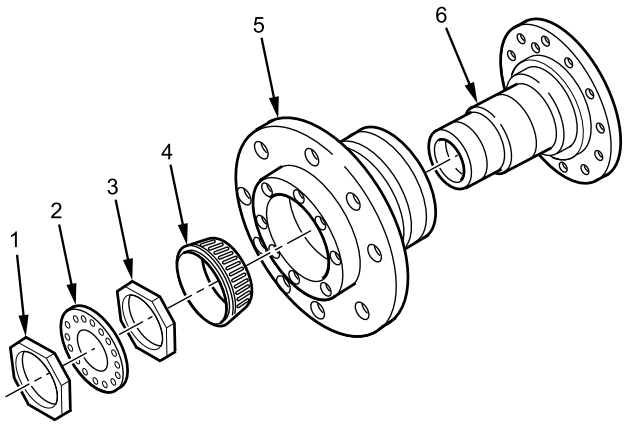

Figure 4. Hub and Spindle
6. Remove outer adjusting nut (Figure 4, Item 1), lockwasher (Figure 4, Item 2), inner adjusting nut (Figure 4, Item 3), and outer bearing cone (Figure 4, Item 4) from spindle (Figure 4, Item 6).
7. With assistant, remove front hub assembly (Figure 4, Item 5) by pulling straight off spindle (Figure 4, Item 6).